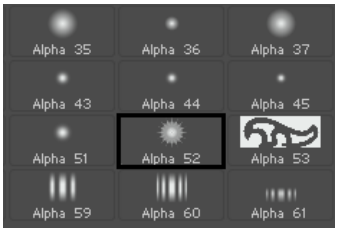

Figure 3-107 ***Alpha 52*** *chosen in the flyout*
4. Choose the Current Alpha button from the left shelf; a flyout containing different alpha images is displayed. Choose the **Alpha 52** alpha image from this flyout, refer to Figure 3-107. This alpha will help you to create a knob for the door.